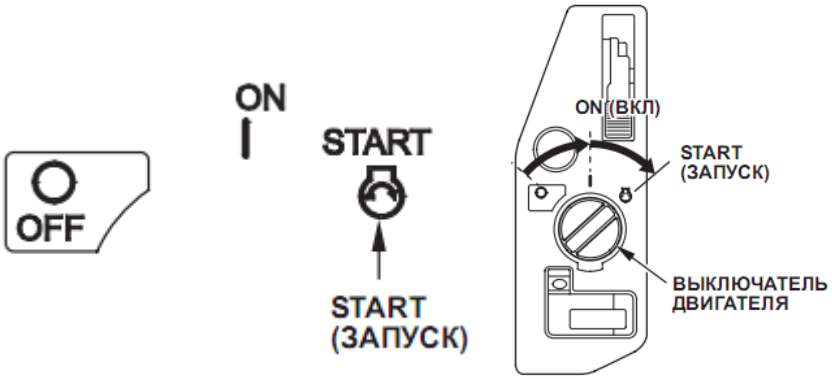

Рис. 14
5. Приведите в действие стартер. Переведите выключатель двигателя в положение START и удерживайте его до тех пор, пока двигатель не запустится. Если не удаётся запустить двигатель в течение 5 секунд, отпустите выключатель двигателя и подождите по меньшей мере 10 секунд, прежде чем снова включить стартер (рис. 14)